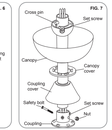

FIG. 7
Stpe 2. Loosen the two set screws from the top coupling of the motor assembly. (Fig 7)
Step 3. Remove hanger ball from downrod assembly by loosening set screw, removing the cross pin, and sliding ball off rod. (Fig 7)
Step 4. Carefully feed fan wires up through the downrod (Fig 7). Screw the downrod into the coupling. Insert the saftey bolt through the coupling and attach the nur.Tighten firmly. Tighten set screws.
Step5. Slip coupling cover, canopy cover, and canopy onto downrod.(Fig.7).Carefully reinstall hanger ball onto rod being sure that cross pin is in the correct position, set screws are tighten and wires are not twisted.